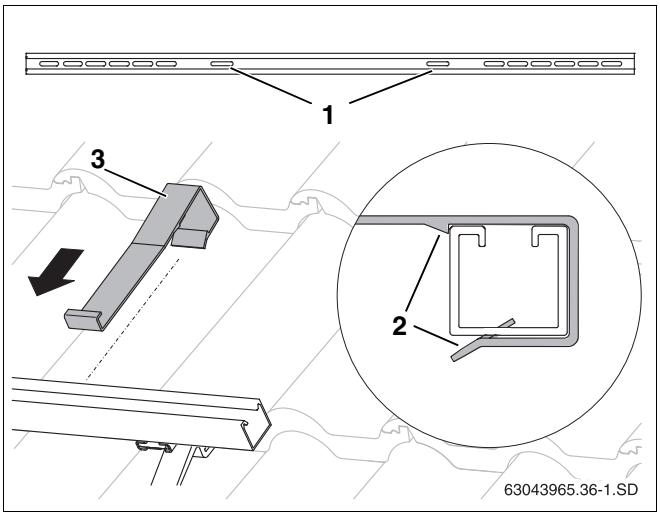

Рис. 34 Установка крепления от сползания
- Крепления от сползания (рис. 34, **поз. 3**) наденьте снаружи на профильные рейки так, чтобы они вошли во внутренние продольные отверстия (рис. 34, **поз. 1**) до защелкивания (рис. 34, **поз. 2**).